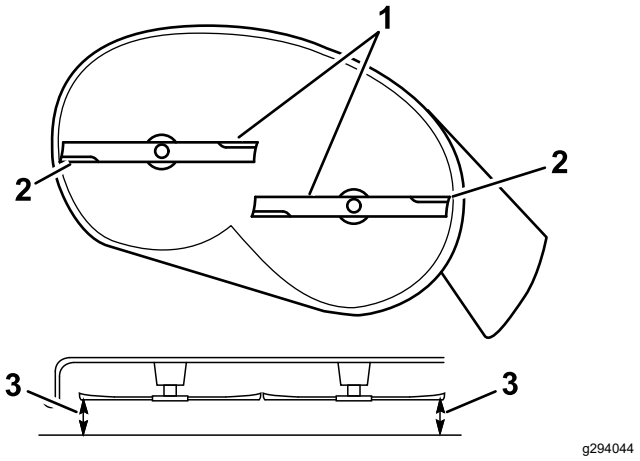
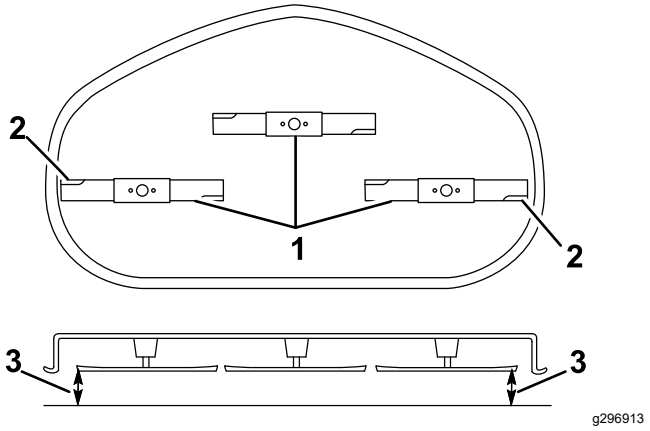

Figuur 64
Figuur 65
5. Meet tussen de buitenste snijranden en de vlakke ondergrond (Figuur 64 en Figuur 65).